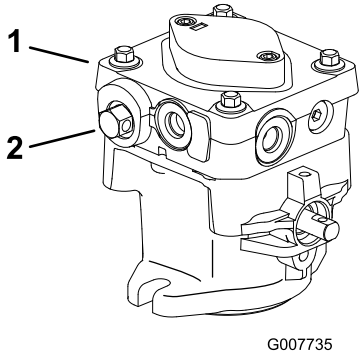

Figura 14
2. Abra las válvulas de desvío girándolas 1 a 2 vueltas en el sentido contrario a las agujas del reloj. Esto permite que el aceite hidráulico se desvíe alrededor de la bomba, dejando que las ruedas giren (Figura 14).